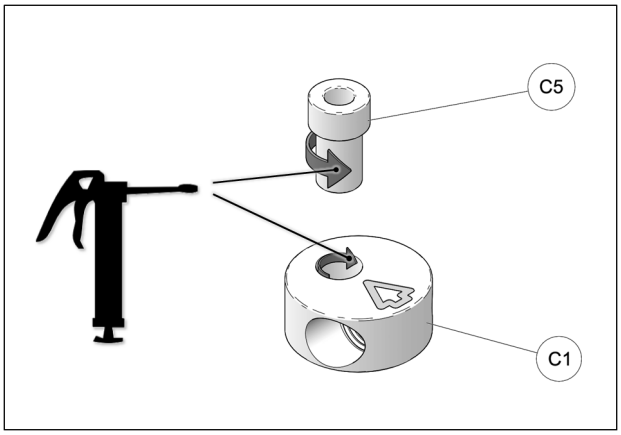

Fig. 20
11. Apply grease evenly all around step spacer bushing **(C5)** and in hole of aluminum disk **(C1)** when assembling these parts together. See Fig. 20